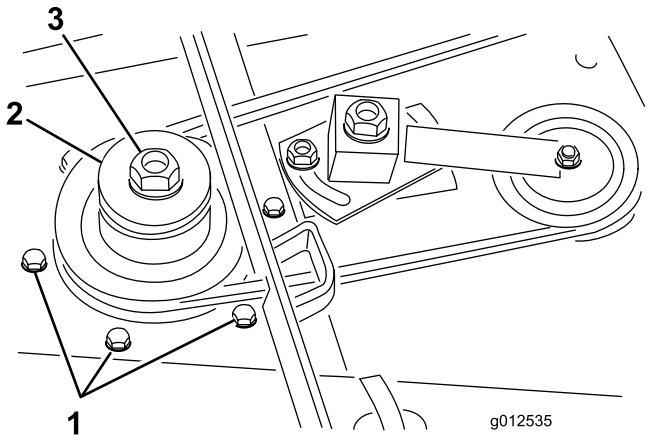

Figura 5
4. Retire los seis pernos de cuello cuadrado y las tuercas con arandela prensada que sujetan el alojamiento del conjunto del eje a la unidad de corte (Figura 5). Retire el alojamiento del conjunto del eje de la parte inferior de la unidad de corte.